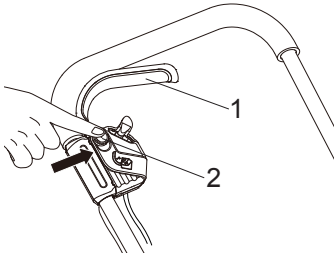

Fig.12
> Presione el botón interruptor de seguridad (2) y manténgalo apretado (Fig. 12).